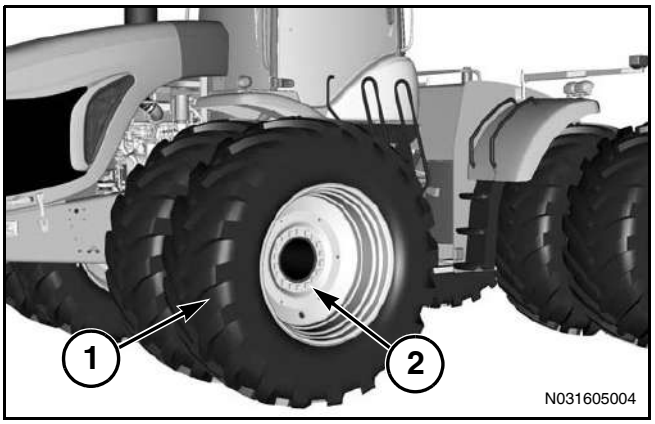

Рис. 104
Рис. 104: С помощью подходящего устройства поддержите вес внешнего колеса в сборе (1). Отпустите и снимите восемнадцать болтов с шайбами (2), крепящие внешнее колесо к распорной втулке.